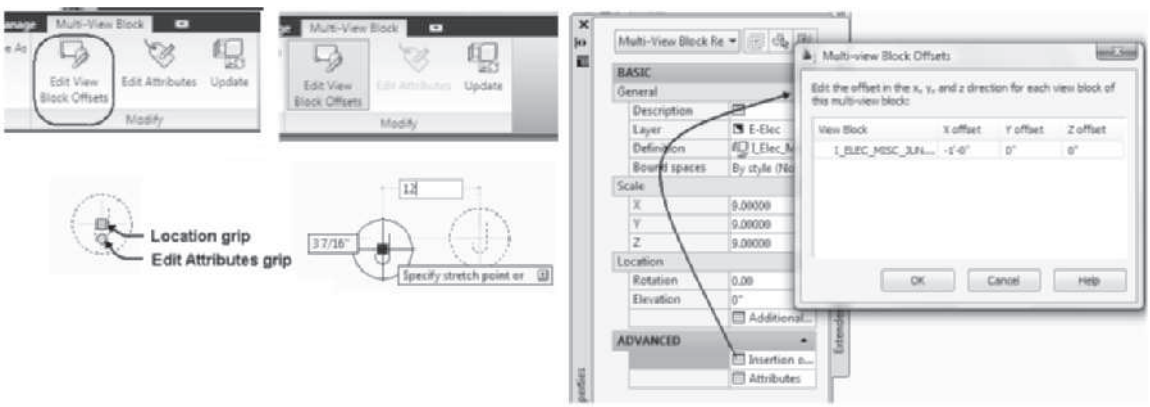

FIGURE 10.20 *Editing Insertion Offsets in the workspace*
You can edit the location of insertion offsets and attribute locations of view blocks within the multi-view block in the workspace without accessing the Properties palette. The **Edit View Block Offset** command is located on the Modify panel in the Multi-View Block tab as shown in Figure 10.20 and Table 10.7. Enable Dimension Input where possible should be toggled ON during in-place editing. When this command is executed the location grip is temporarily used to edit the offset.
Ribbon	Select a multi-view block choose Edit View Block Offsets of the Modify panel in the Multi-View Block contextual tab (refer to Figure 10.20).
2. Select the grip and move the cursor to display the dynamic dimensions as shown in Figure 10.20. Press TAB to specify a horizontal or vertical dimension for edit as shown in Figure 10.20 and overtype the desired distance for edit.
3. Press ESC to end edit and remove block selection. Choose Insertion offsets in the Properties palette to open the Multi-view Block Offsets dialog box shown at the right in Figure 10.20.